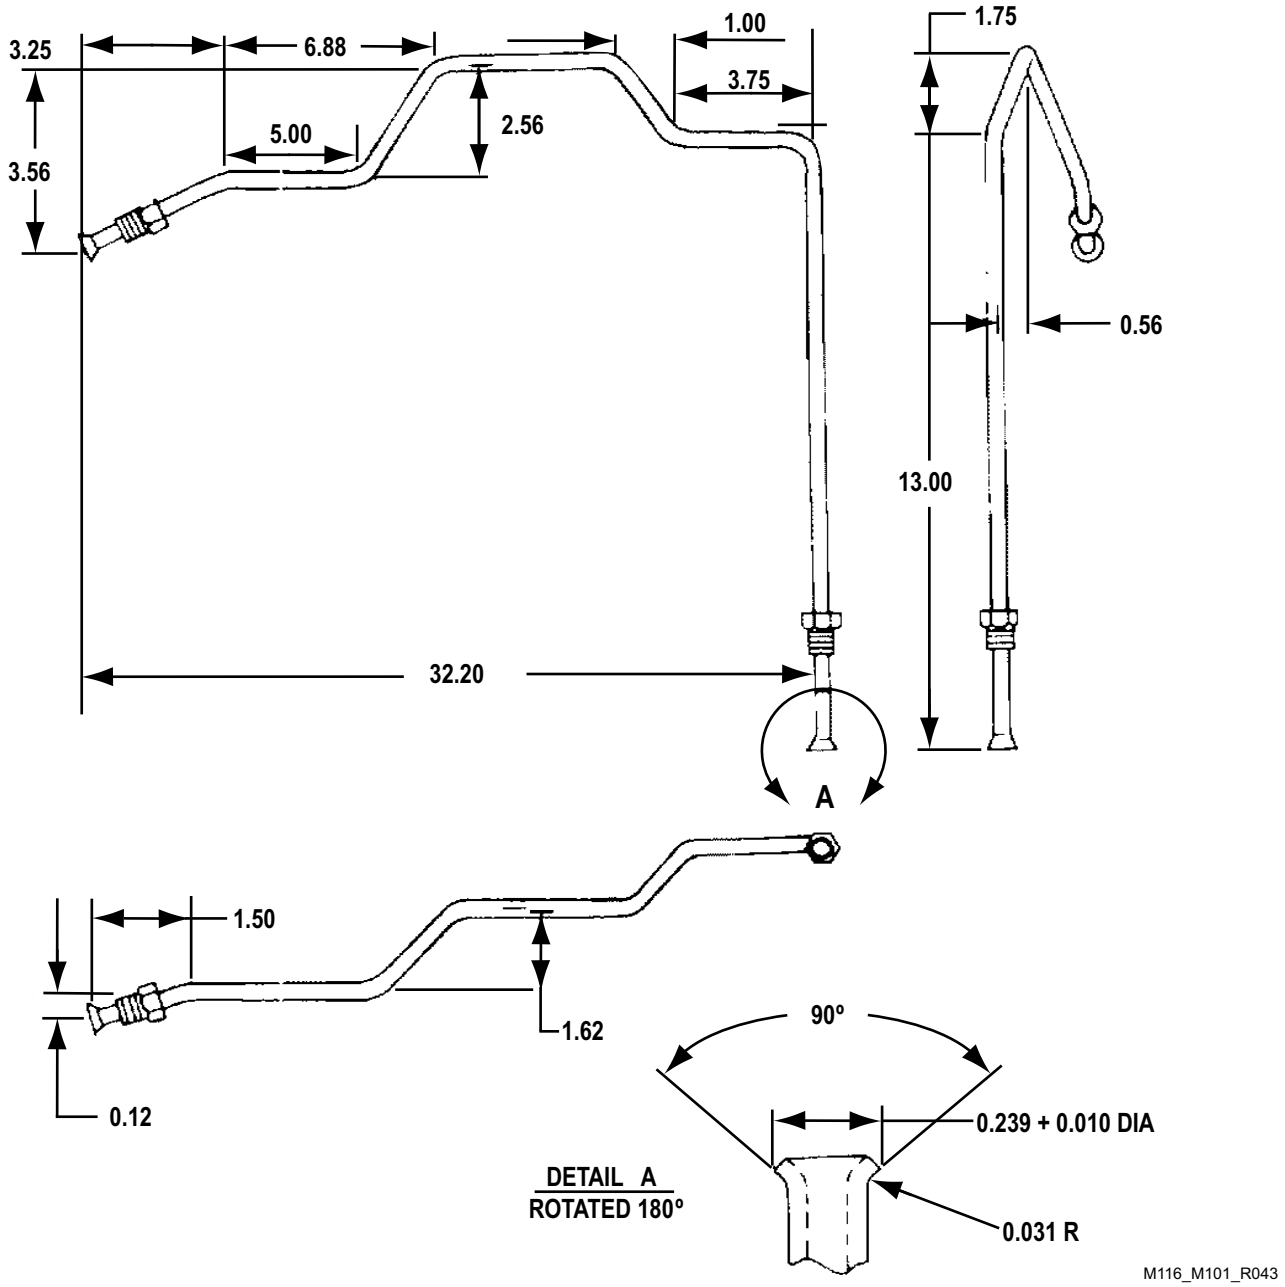

Figure 3. Rear Hydraulic Brake Tube Assembly (M101A2, and M116A2).
3. Install nut, part number 110357, on each end of tube assembly (Figure 3).